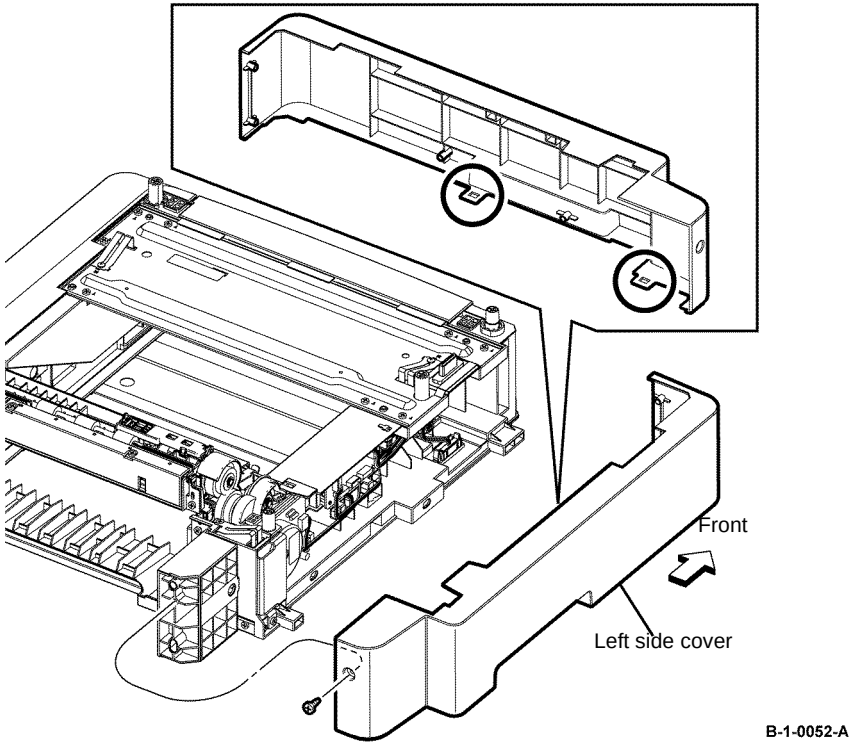

Figure 1 Option feeder left cover removal
3. Remove the one screw (silver, tapping, 8mm) that fixes the option feeder left cover, release the two hooks from the bosses, release the six bosses from the holes, then remove the option feeder left cover, Figure 1.